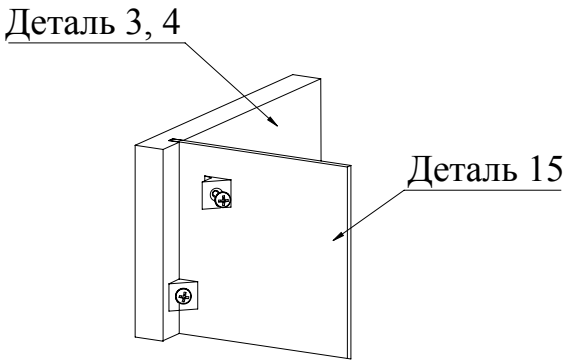

Рис.8
12. Установить соединители задней стенки (Рис. 8).